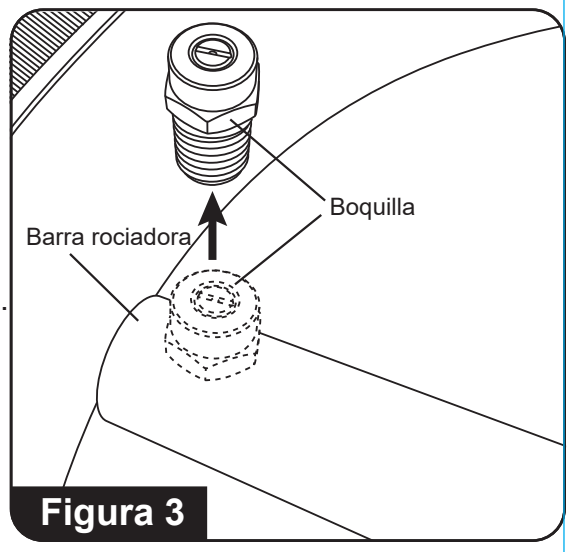

Figura 3
3. Con una llave inglesa de 14 mm (no se proporciona) retire las boquillas de la barra rociadora. (Consulte la figura 3)